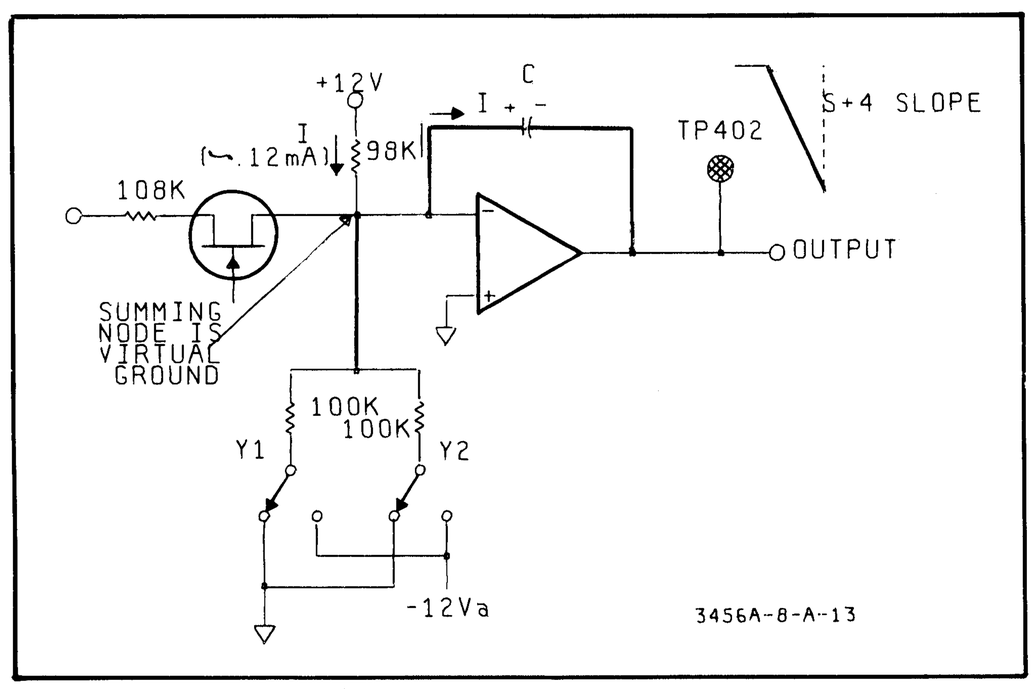

Figure 8-13. Simplified Schematic Of S+4 Slope Generation Circuit.
8-61. S + 4 and S − 4 Slope Generation. Figures 8-13 and 8-14 are simplified illustrations that show the slope generation concept used by the 3456A. The lower ends of both Y1 and Y2 circuit paths are switched to ground to generate an S + 4 slope (see Figure 8-13). For this condition, there is no current flow between the summing node (virtual ground) and the grounded Y1/Y2 circuit paths. Current (I) from the + 12 V reference supply flows through the summing node into the integrating capacitor (note polarity of capacitor charge). This generates the negative going ramp (S + 4 slope) shown at the output of the integrator.